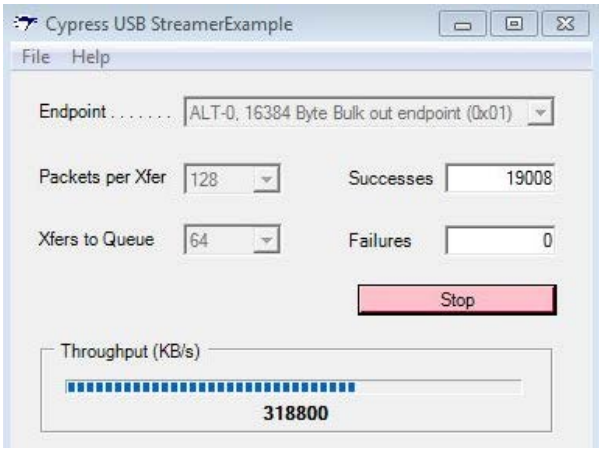

Figure 56 Streamer ユーティリティで表示されるストリーム OUT の転送速度
5. ストリーム OUT の場合、FPGA は FLAGC が 1 になることを待つ状態に入ります。FPGA はデータが使用可能になるとすぐに、FX3 の PIB_SOCKET_3 から連続的に読み出します。USB ホストから連続 Bulk OUT 転送を発行できます。Streamer ユーティリティ内の BULK OUT エンドポイントを選択して **Start** ボタンをクリックします。転送速度が表示されます。**Figure 56** に示される転送速度は、Intel Z77 Express チップセットを搭載した Win7 64 ビット PC で観察されるものです。